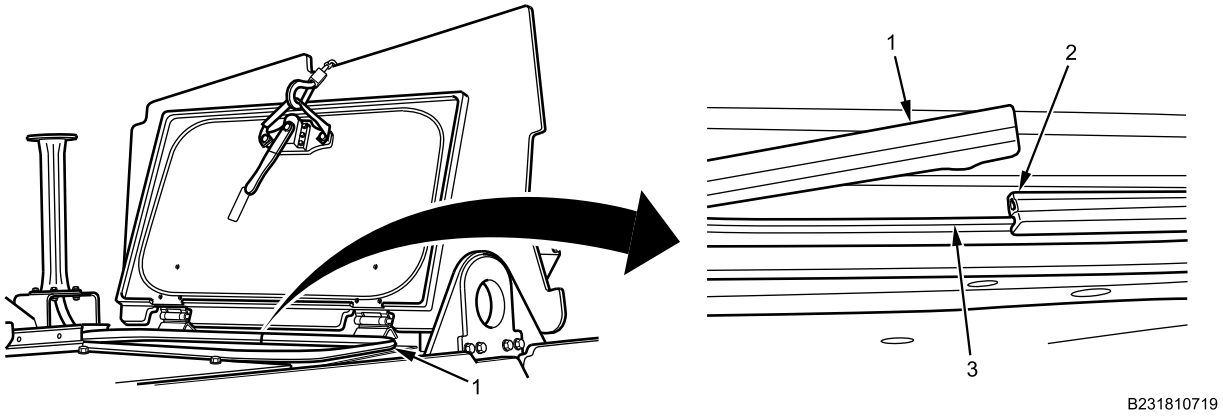

Figure 4. Emergency Hatch Seal Removal.
4. Cut adhesive at seam (Figure 4, Item 2) of emergency hatch opening seal (Figure 4, Item 1), using utility knife.
5. Starting at seam (Figure 4, Item 2), remove seal (Figure 4, Item 1) from retaining lip (Figure 4, Item 3).
6. Clean dirt and debris from around retaining lip (Figure 4, Item 3), using rag.